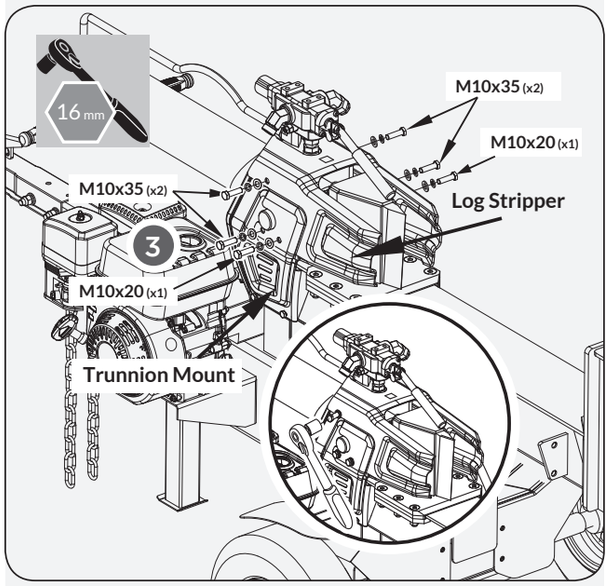

Figure 11d
3. Install the log stripper by tightening the M10x35 and M10x20 bolts, spring washers, and flat washers. (See ***Figure 11d***) ***(YS3665 and YS4065 ONLY)***